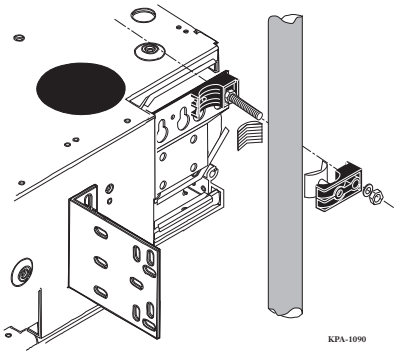

Figure 8 — Install Cable into Clamp
Step 6: Route the cable to the 12A2 clamp. If necessary, attach the plastic V-groove insert onto the bottom half of the clamp. Press the other plastic V-groove insert onto the top half of the clamp and position it over the cable (Figure 8).